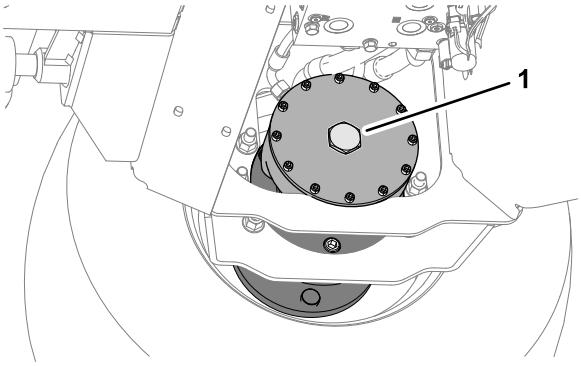

Rysunek 41
5. Wyjmij zaślepkę sześciokątną przy zespole hamulca prawego przedniego silnika koła (Rysunek 41).